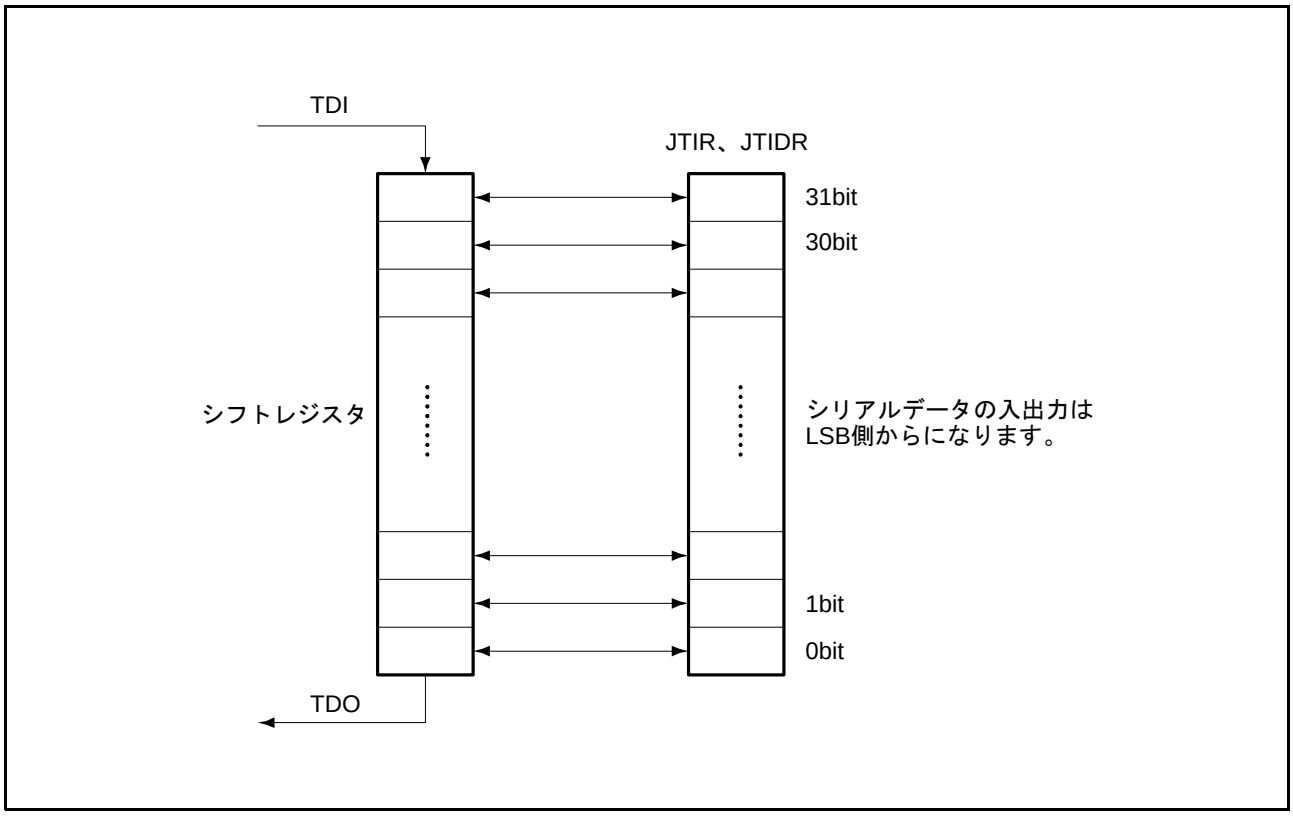

図 40.3　シリアルデータ入出力
(1) シリアル転送時、データの入出力は LSB 側からとなります。図 40.3 に示します。